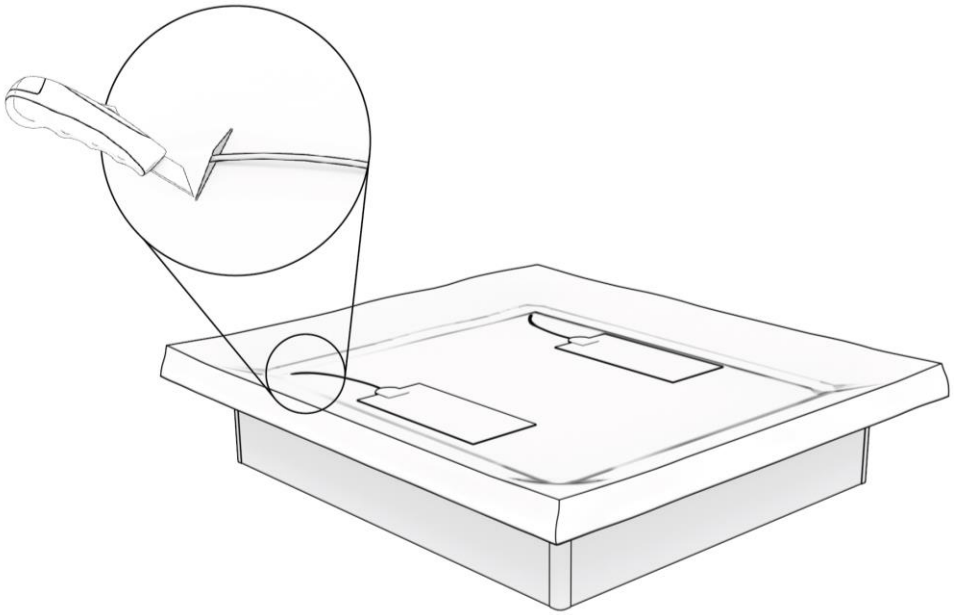

Abbildung 9: Positionierung der Heizelemente und Schlitze für die Kabel.
Schritt 8. Positionieren Sie die Heizelemente auf dem unteren Teil des Bezuges, wie in Abbildung 9 dargestellt. Es gibt zwei Varianten eines unteren Bezuges. Eine hat vorgestanzte Löcher im Boden des Bezuges, durch die die Kabel der Heizelemente geführt werden können. Bei der anderen Variante muss man mit einem Stanley-Messer selbst Schlitze in den Boden des Bezuges, an den in Abbildung 9 gezeigten Stellen, anbringen und die Heizelementkabel durch diese Schlitze im Bezug und durch die Löcher in den Bodenplatten führen.